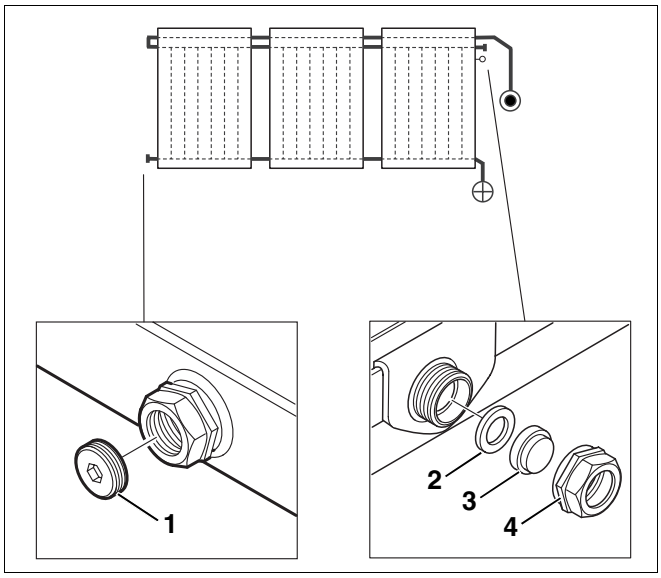

Afb. 52 Niet gebruikte aansluitingen voorzien van een blindstop
- Sluit de niet gebruikte aansluitingen van de buitenste collectoren af met de bijgeleverde blindstop (afb. 52, **pos. 1**), het afsluitkapje (afb. 52, **pos. 3**), de wartelmoer (afb. 52, **pos. 4**) en de dichting (afb. 52, **pos. 2**). Gebruik de geleverde montagesleutel (eventueel met een sleutel voor cylinderkopschroeven SW 10 tegenhouden).